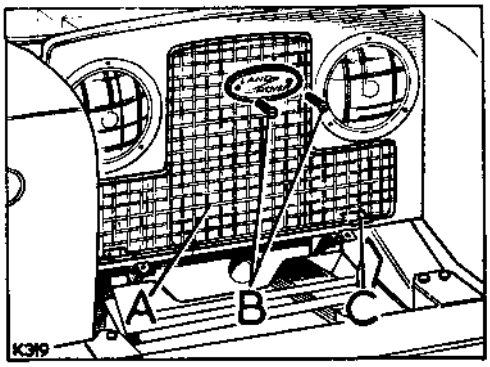

**Fig. G1-5. Radiator Grille**
7. Fit the radiator grille and name plate, see Fig. G1-5.